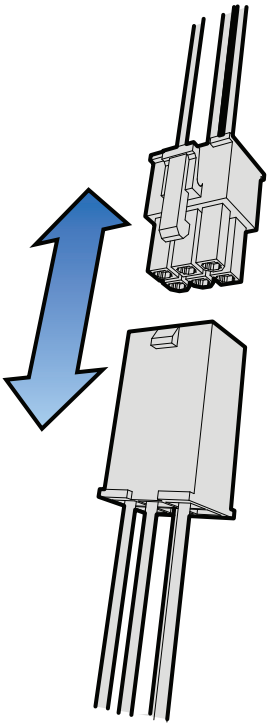

Fig. 14
3. Viften kan da trekkes forsiktig ut av aggregatet (se Fig. 14).